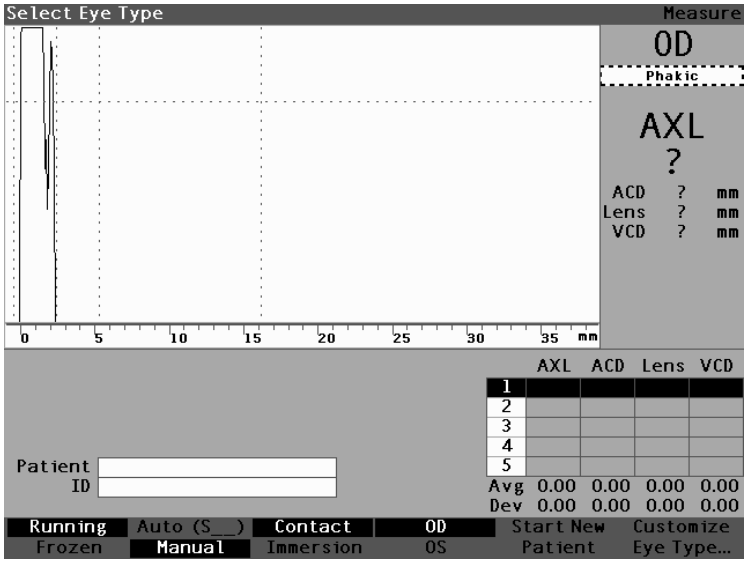

Figure 6-3 Eye Type Active
2. Press the knob or the √ button, to activate the field, indicated by the dashed border. (See Figure 6-3 below.).